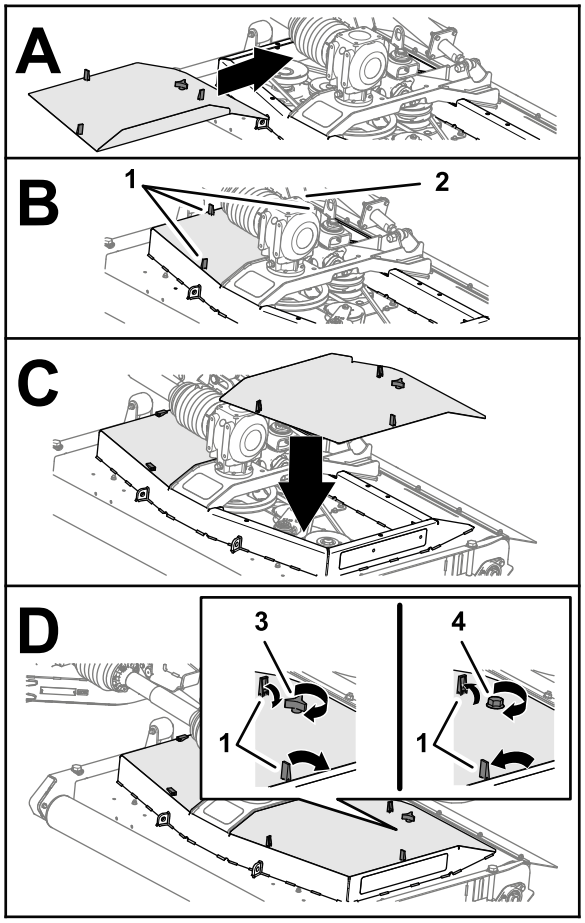

Figuur 47
1. Lijn de vergrendelingen van de maaidekkap uit met de openingen in het maaidek (Figuur 47).
2. Monteer de maaidekkap op het maaidek (Figuur 47).
3. Bevestig de kap (Figuur 47) als volgt:
4. Bevestig de 3 vergrendelingen van de kap aan het maaidek (Figuur 47).
5. Herhaal stap 1 tot en met 4 voor de andere kappen die u hebt verwijderd (Figuur 47).